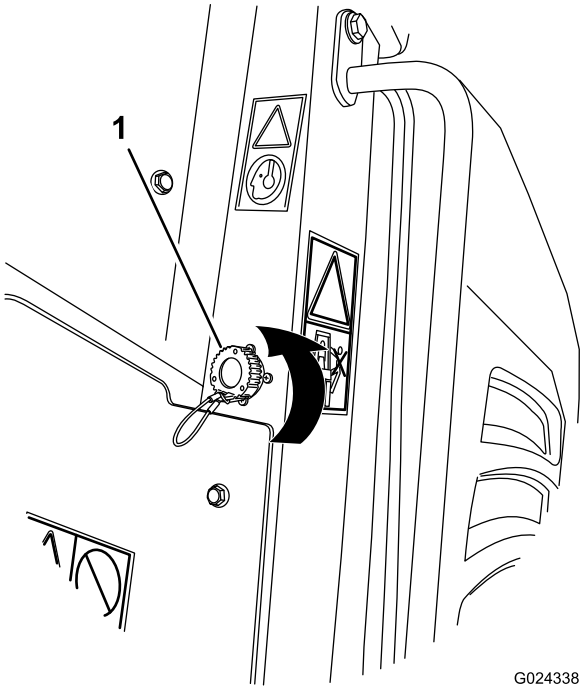
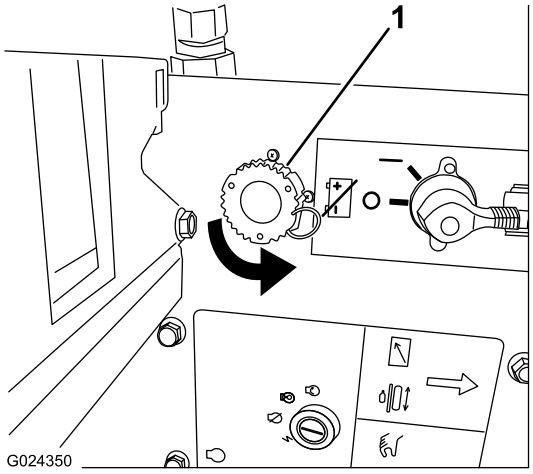
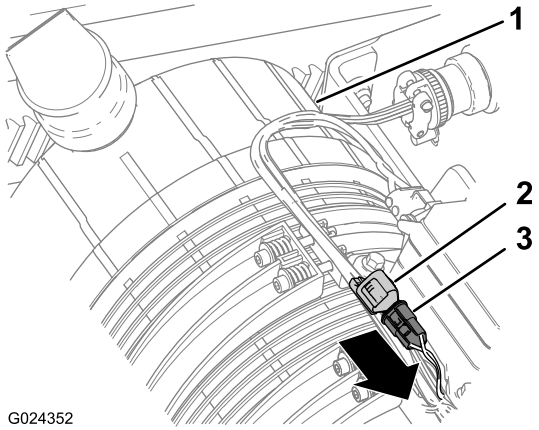

Figura 3
Figura 4
Figura 5
4. En la máquina, retire el tapón guardapolvo del conector del puerto diagnóstico de la máquina (Figura 3, Figura 4 o Figura 5).